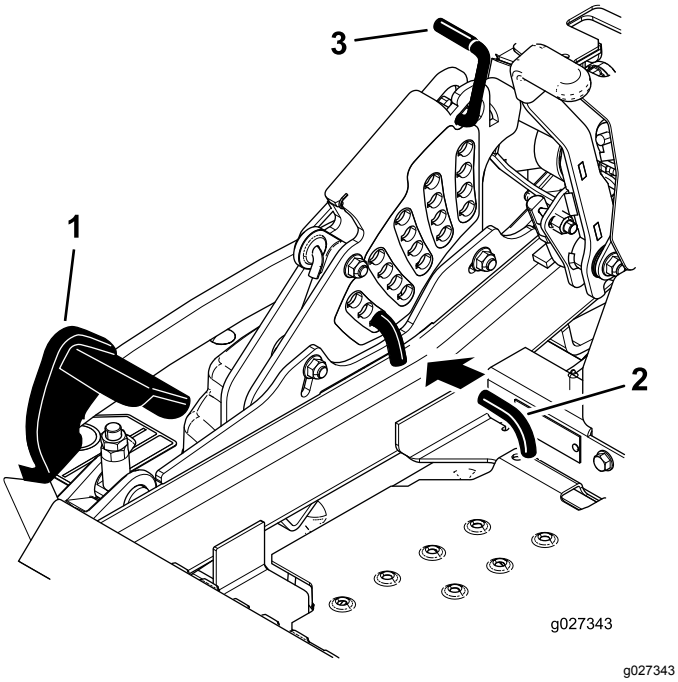

Figur 30
2. Trykk på løftepedalen for klippeenheten for å heve denne til transportstillingen (samme som klippehøydestilling 140 mm) som vist i Figur 30.
3. Drei pinnen 90 grader og ta den ut av klippehøydebraketten for å justere klippehøyden (Figur 30).
4. Velg det hullet i klippehøydebraketten som svarer til ønsket klippehøyde, og sett inn pinnen (Figur 30).